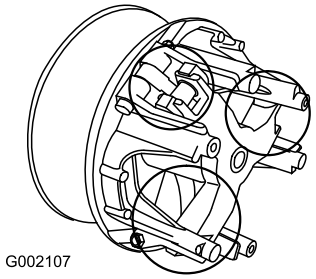

Figur 41
5. Smør de bevegelige delene i områdene som er sirklet inn i Figur 41 ved å bruke Toro Dry Lubricant Spray, tilgjengelig fra din autoriserte Toro-forhandler eller -distributør.